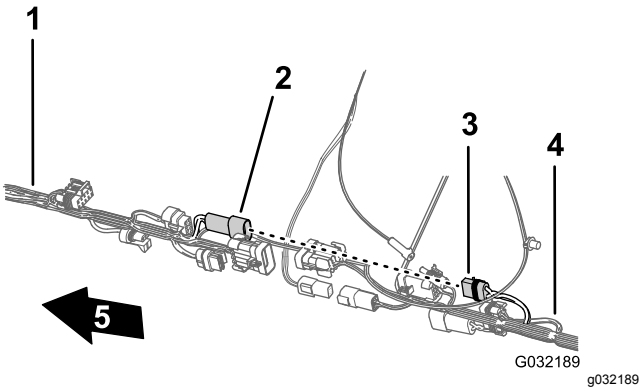

Figur 118
5. Anslut kontakten med två stift på slangvindans främre elkablage till kontakten med två uttag på slangvindans bakre elkablage (Figur 118).